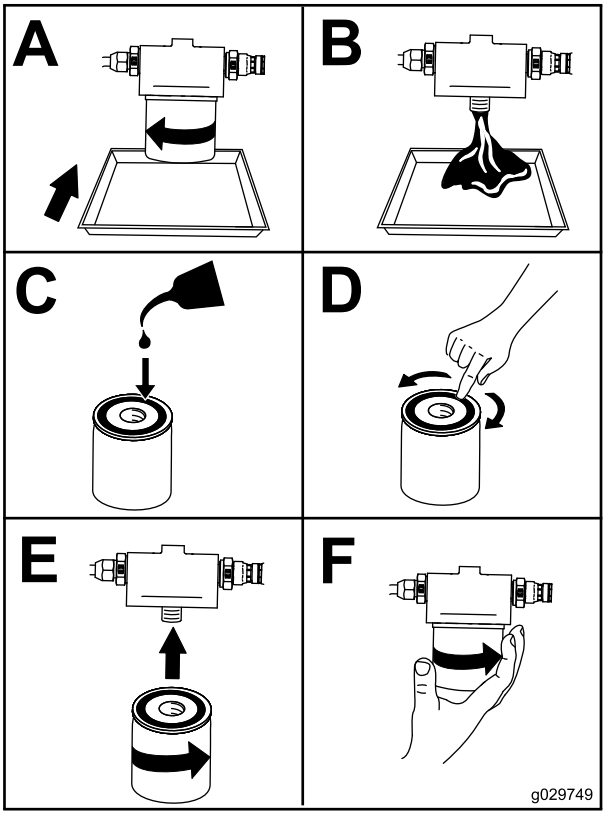

Rysunek 47
7. Wymień filtr oleju (Rysunek 47).